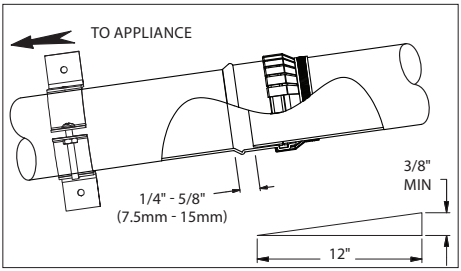

Figure 7
Refer to the appliance manufacturer's installation instructions for requirements of condensate drainage. Ensure proper system slope for drainage. ***(Fig.7 and 20)***
3. **The slope of the vent pipe must be at least 1.8° (3/8" rise per ft run, 31mm per meter) back to the appliance.** Ensure there are no dips in the system where condensate can collect. ***(Fig.7)***
PP Pipe sections must be disengaged 1/4"-5/8" per joint (to allow for expansion) and sloped 1.8°(3/8"per ft) back to the appliance per *Fig.7* for proper condensate flow.